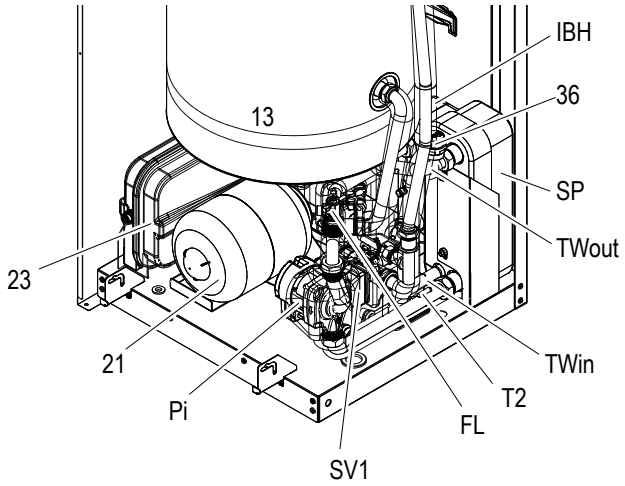
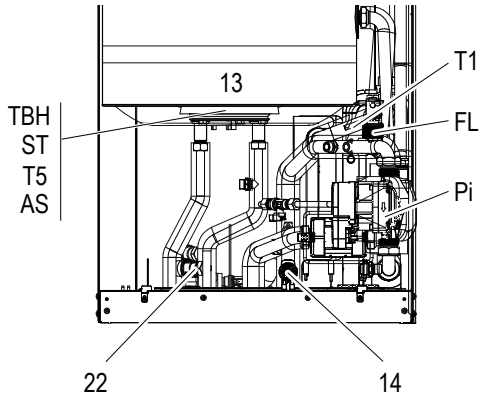
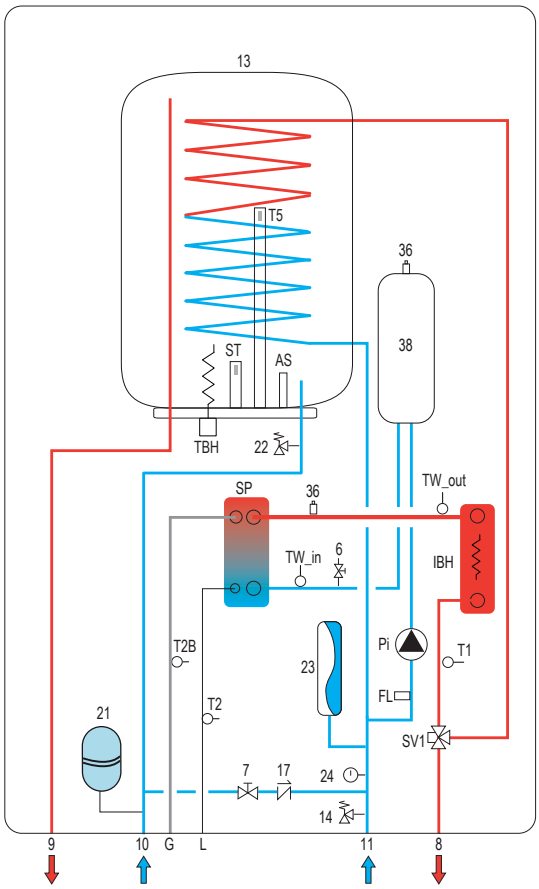
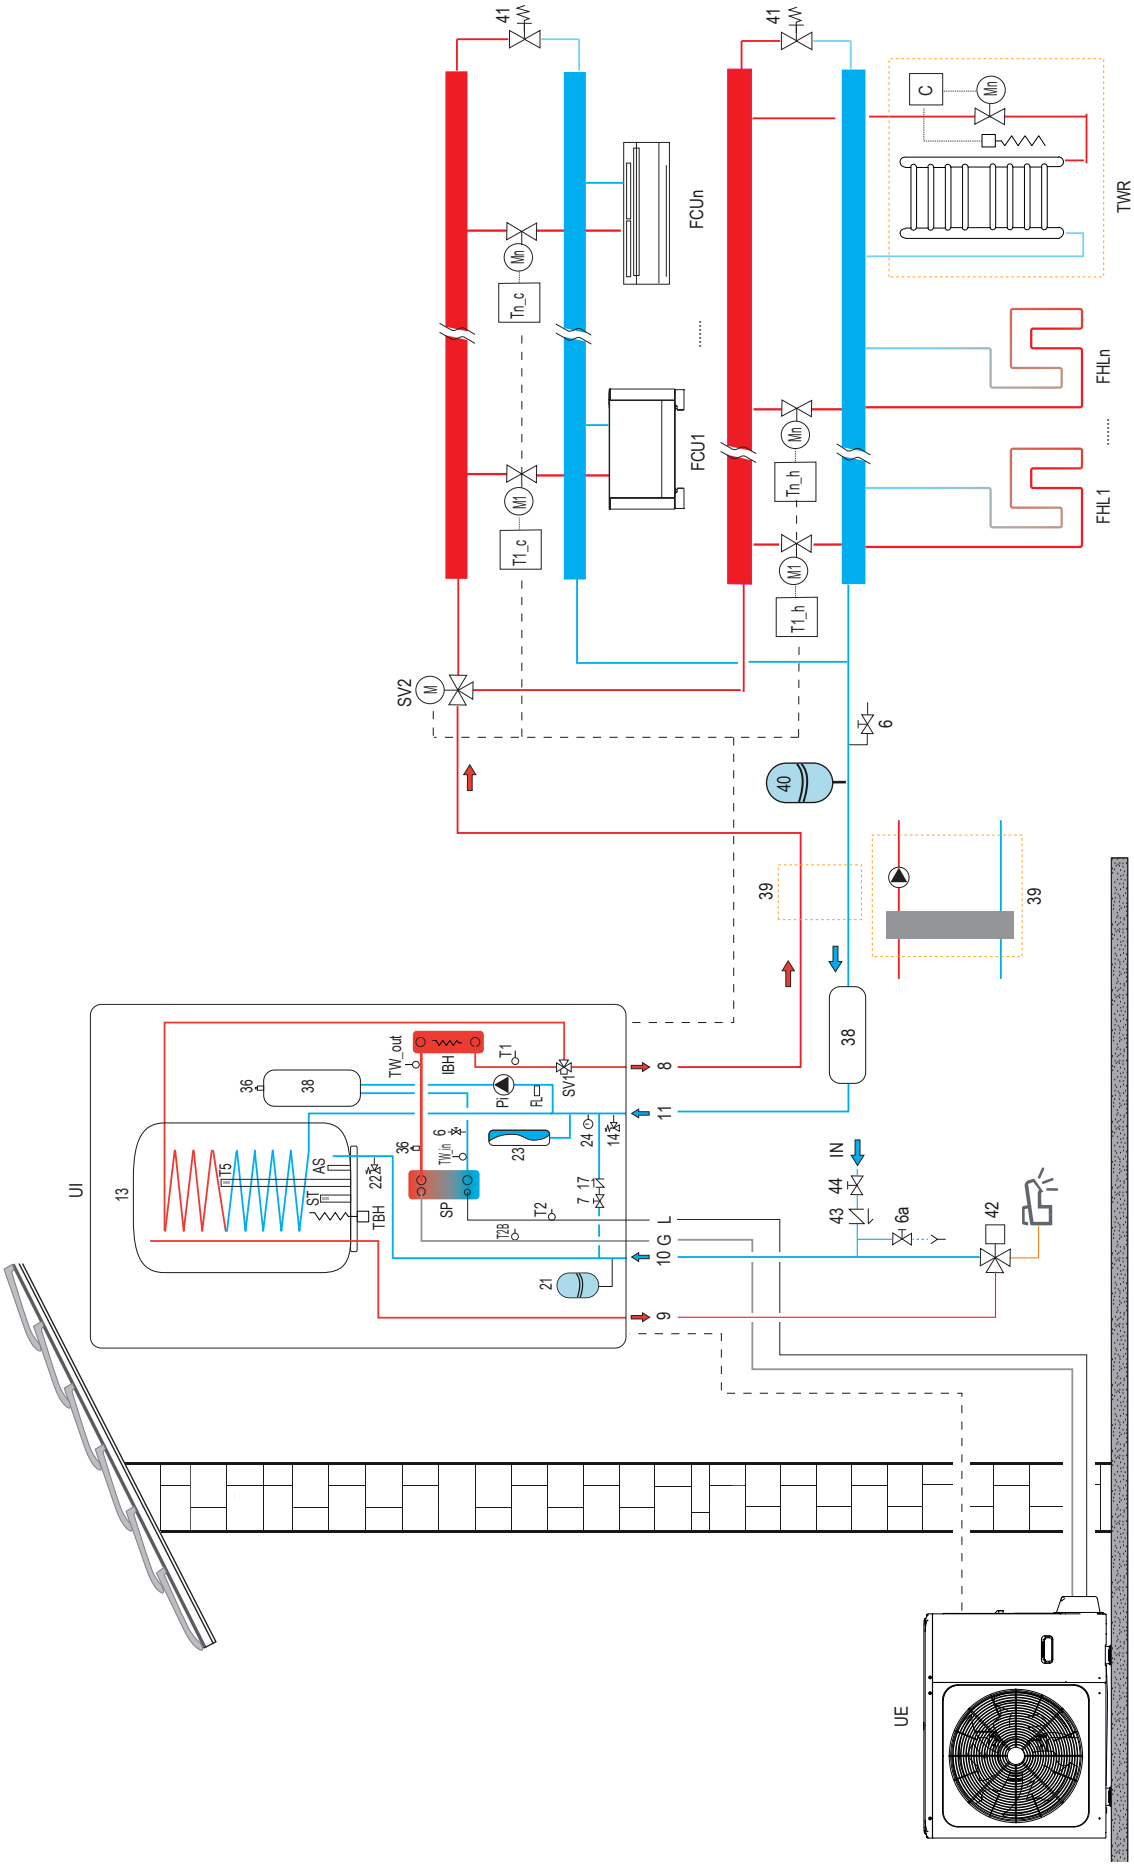

fig. 4 - General view
fig. 5 - Description of components - front view (without ref 21 and 23)
fig. 6 - Indoor unit hydraulic diagram
fig. 7 - Example diagram of the system
LEGEND ("fig. 4 - General view", "fig. 5 - Description of components - front view (without ref 21 and 23)", "fig. 6 - Indoor unit hydraulic diagram", "fig. 7 - Example diagram of the system"
For the legend of fig. 7 refer to the previous page.